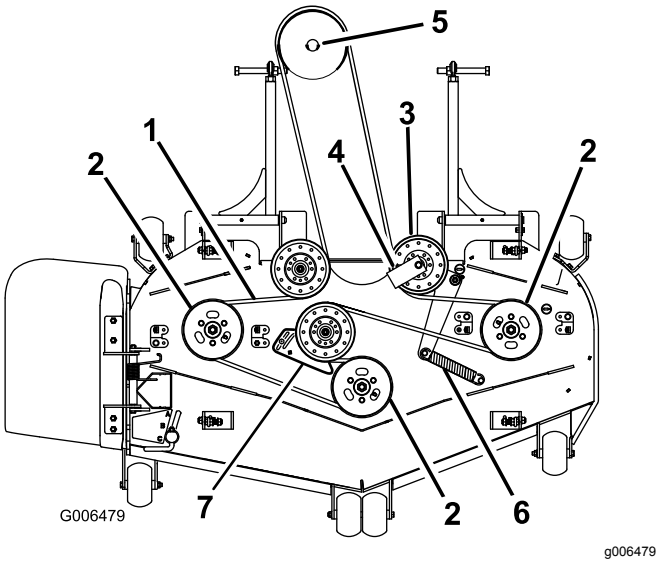
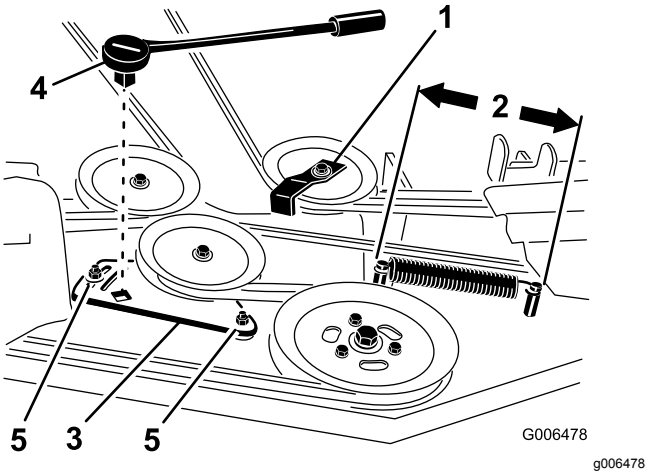

Rysunek 82
Rysunek 84
6. W przypadku kosiarek o szerokości 182 cm poluzuj śruby płyty jałowego koła pasowego mocujące płytę jałowego koła pasowego (Rysunek 84).
8. Zdejmij prowadnicę paska z ramienia dociskanego sprężyną jałowego koła pasowego pokazanego na Rysunek 82 oraz Rysunek 84.
10. Zamontuj nowy pasek wokół kół pasowych kosiarki i koła pasowego skrzyni biegów pod silnikiem (Rysunek 82).
11. Zamontuj prowadnicę paska na jałowym sprężynowym kole pasowym pod kątem 45 stopni w sposób pokazany na Rysunek 82 oraz Rysunek 84. Dokręć śrubę momentem od 37 do 45 N-m.
12. Zamontuj sprężynę jałowego koła pasowego na 2 trzpieniach (Rysunek 82 oraz Rysunek 84).
4. Zmierz długość sprężyny (Rysunek 84). Jeżeli długość sprężyny wynosi od 25,4 do 26 cm od trzpienia do trzpienia, regulacja nie jest wymagana.
5. Poluzuj śruby płyty mocujące płytę jałowego koła pasowego (Rysunek 84).
6. Za pomocą klucza grzechotkowego lub pokrętła do kluczy nasadowych włożonego w kwadratowy otwór w ramieniu jałowego koła pasowego wyreguluj naprężenie (Rysunek 84).
7. Przekręć klucz grzechotkowy lub pokrętło tak, aby ustawić płytę jałowego koła pasowego w takim położeniu, przy którym długość sprężyny wynosi od 25,4 do 26 cm od trzpienia do trzpienia w sposób pokazany na Rysunek 84.
8. Utrzymując naprężenie paska i długość sprężyny dokręć śruby mocujące płytę jałowego koła pasowego (Rysunek 84).